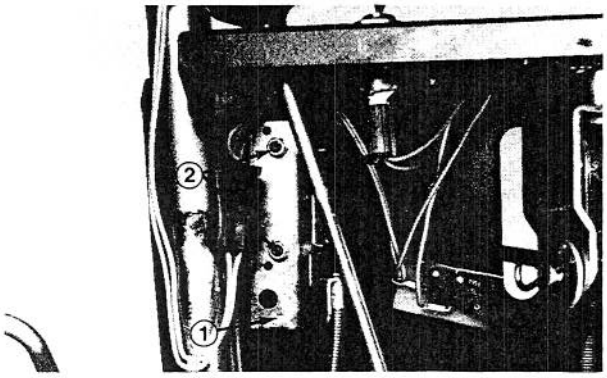

Figure 5
1. From back side, slide throttle control lever through slot in control panel. Secure throttle control plate in place with two hex head sems screws and locknuts (Fig. 5). Carefully tap red knob onto throttle lever. Take care not to damage the wires.